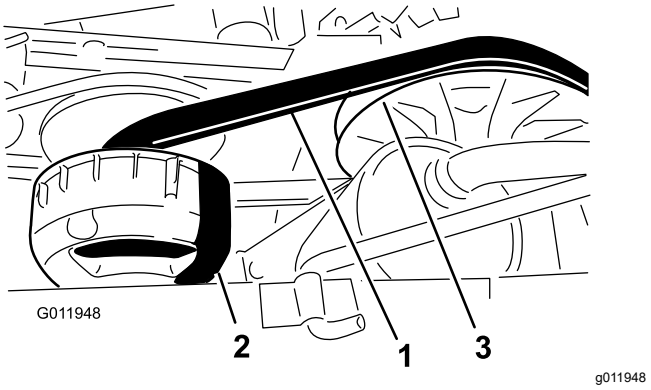

Figur 69
4. Roter og inspiser remmen (Figur 69) for overdreven slitasje eller skade.
3. Vri og før remmen over den sekundære clutchen (Figur 69).
4. Ta remmen av den primære clutchen (Figur 69).
5. Tilpass den nye remmen over den primære clutchen (Figur 69).
6. Vri og før remmen over den sekundære clutchen (Figur 69).